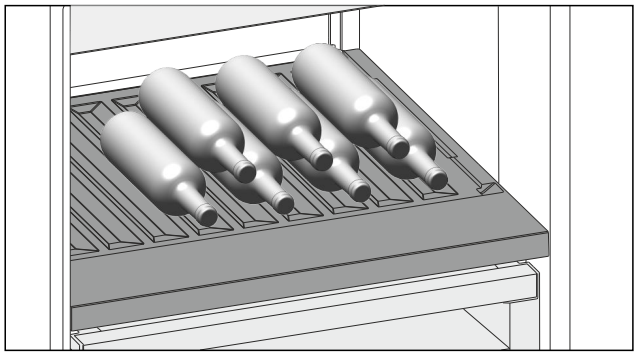

Fig. 157
▶ Place bottles in the back row with their bases against the back wall. (see Fig. 157)